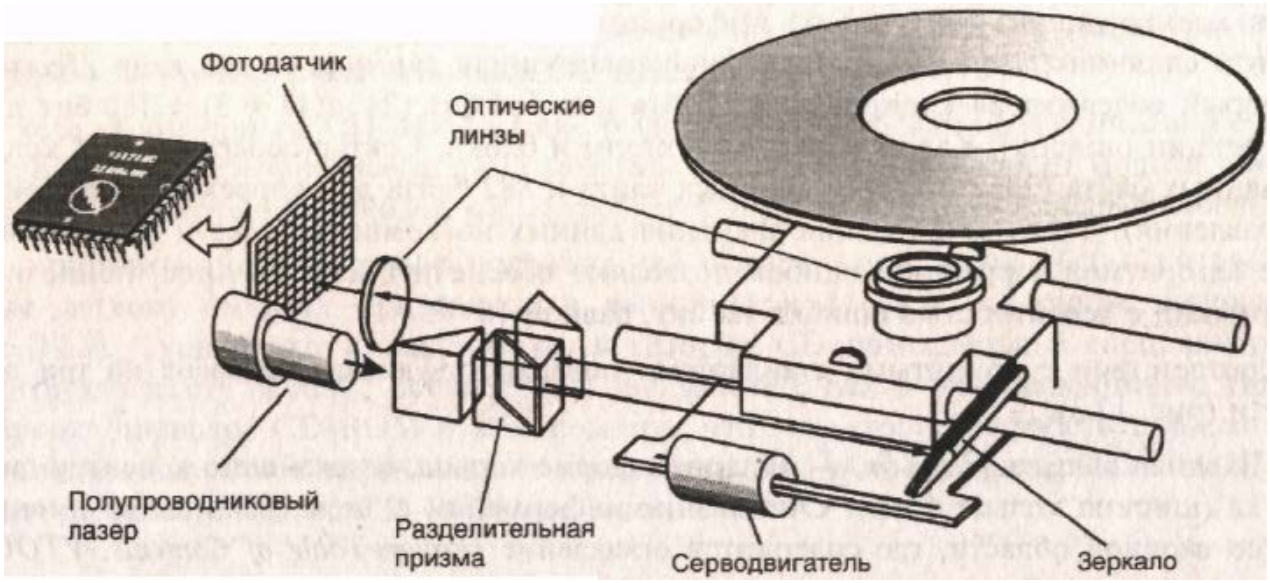

Рис. 12.1. Конструкция оптико-механического блока привода CD-ROM
- Основной недостаток относится к методам обработки информации. Устройство CD-ROM предназначено только для чтения данных с компакт-диска. Приводы CD-ROM (рис. 12.1) работают не так, как все описанные выше электромагнитные накопители информации. При записи компакт-диск обрабатывается лазерным лучом (без механического контакта), выжигающим тот участок, который хранит логическую единицу, и оставляет нетронутым тот участок, который хранит логический ноль. В результате чего на поверхности CD образуются маленькие углубления, — так называемые питы *(Pits).*